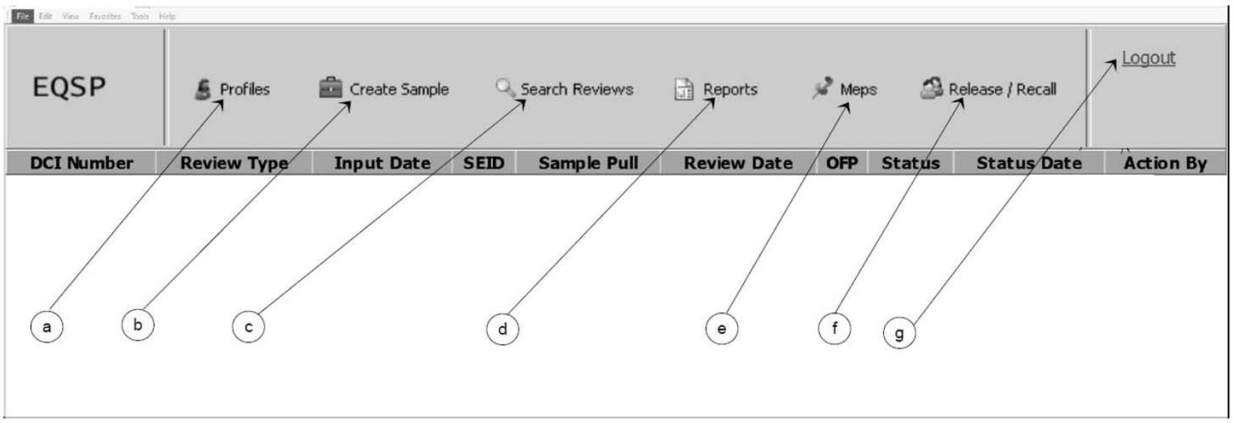

Figure 3.30.30-1 Manager Main Menu Screen
(1) To access the Manager Main Menu Screen (**Figure 3.30.30-1**), login to the EQSP System. For instructions see IRM 3.30.30.4.1, Accessing the EQSP System.
(2) The Manager Main Menu Screen contains a menu option for managers to enter and edit employee's information, e.g., SEID, Work Status Code, Operation, Department. This information is the Employee's Profile.